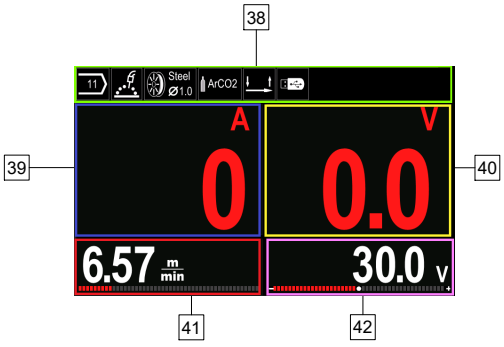
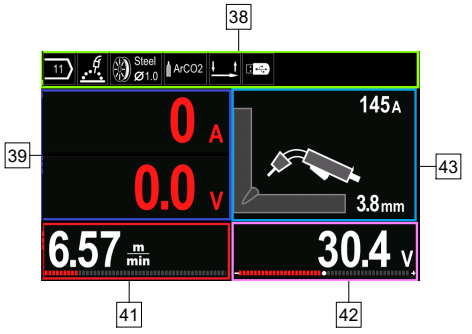

Figura 7
Figura 8
- Vista Basic (Figura 7.)
- Vista PRO (Figura 8)
- Selezionare una delle viste (Basic - Figura 7 o PRO - Figura 8).